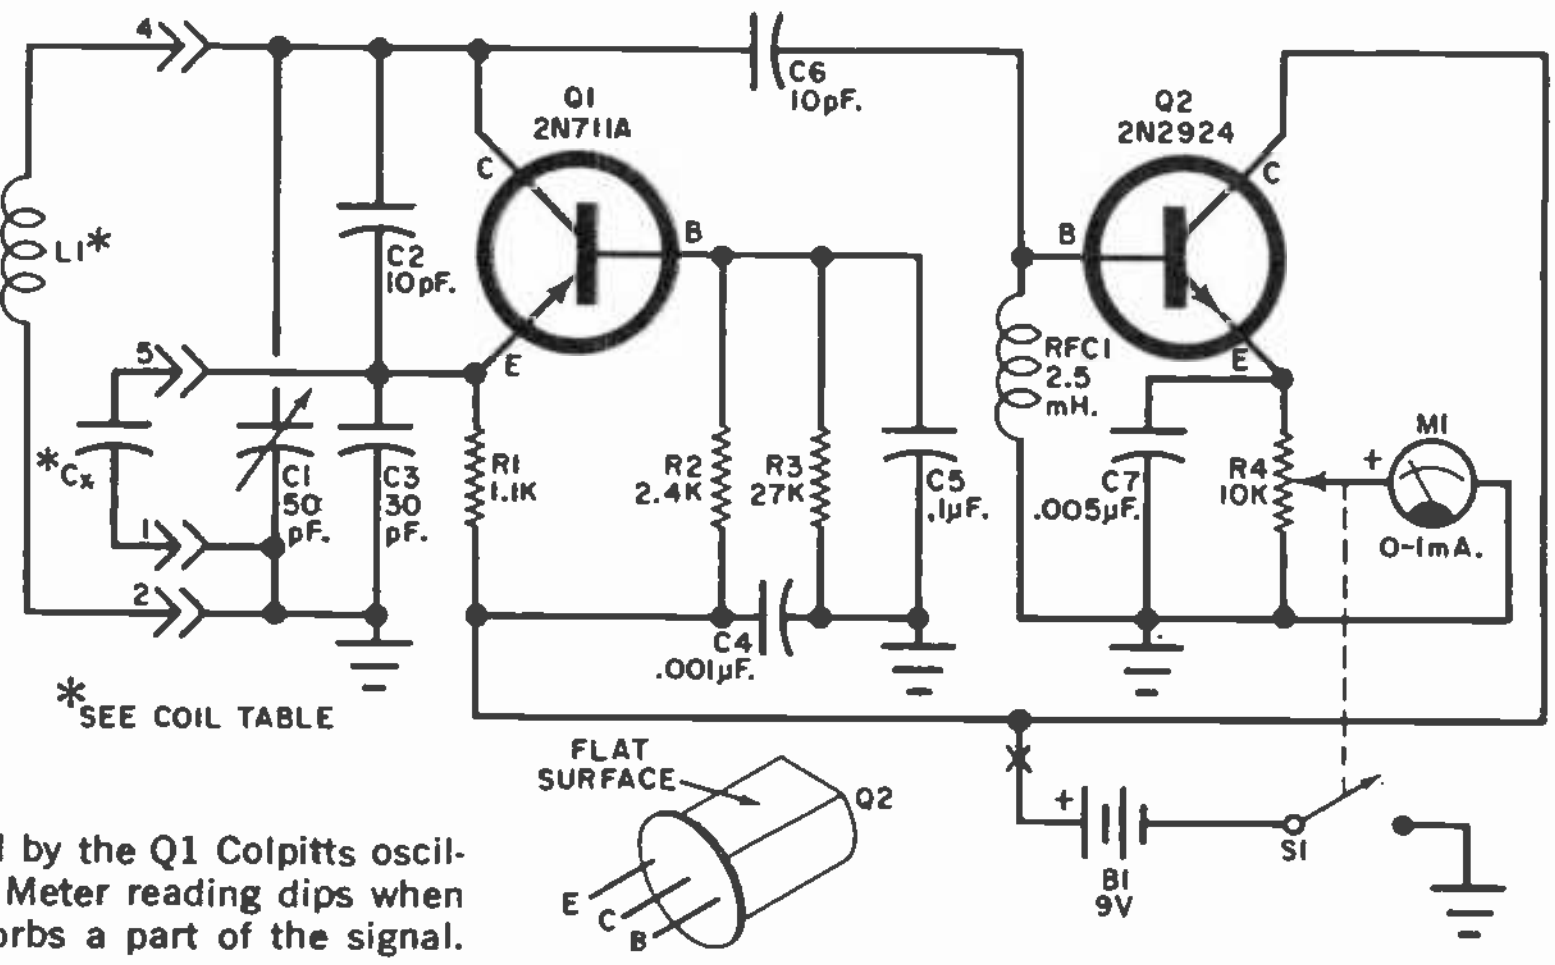

Fig. 1. Signal generated by the Q1 Colpitts oscillator circuit drives Q2. Meter reading dips when an external circuit absorbs a part of the signal.
**How It Works.** The *Emitter Dipper* has two simple transistor circuits: a Colpitts oscillator (*Q1*), and an emitter-follower (*Q2*). Variable capacitor *C1* provides the EDO with a VFO capability, and any frequency within range can be quickly obtained. Frequency of oscillation is determined by the value of the plug-in coil (*L1*) and the setting of *C1* (see Fig. 1). Capacitors *C2* and *C3* form the feedback network to sustain oscillation. Capacitor *Cx*, mounted in four of the five plug-in coils, helps estab-